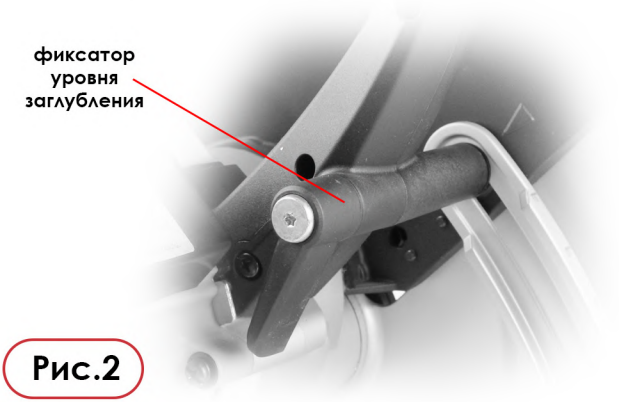

Рис.2
1. *Поднимите рычаг фиксатора глубины реза (Рис. 2).*